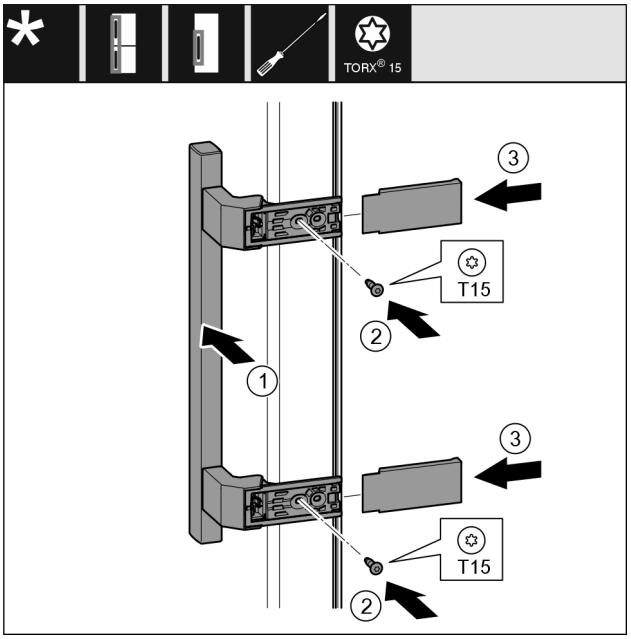

Fig. 11
- ▶ Aseta kahva vastapäiselle puolelle. *Fig. 11 (1)*
- ▶ Kierrä ruuvit kiinni T15-ruuvimeisselillä. *Fig. 11 (2)*
- ▶ Aseta suojukset sivulle ja työnnä paikalleen. *Fig. 11 (3)*